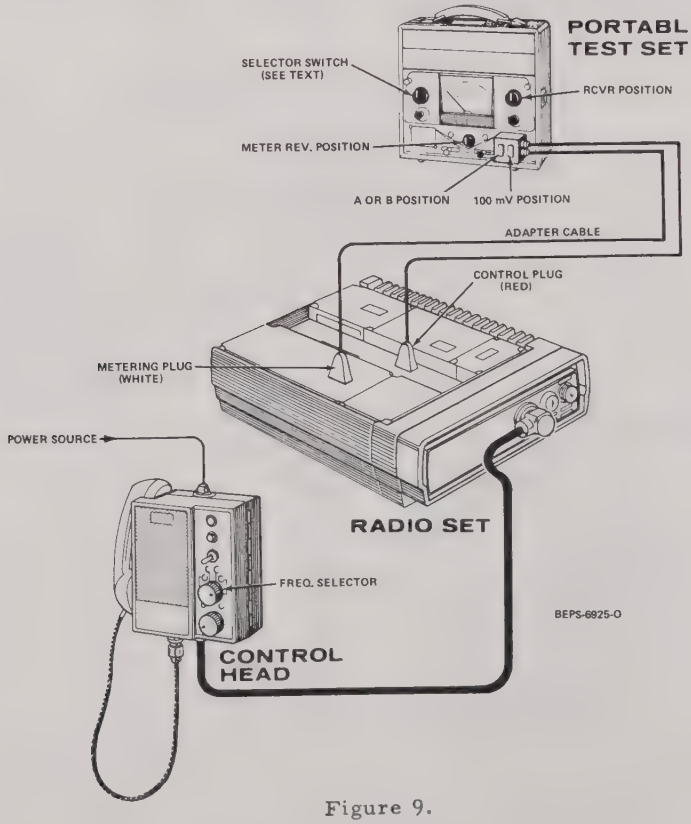

Figure 9.
(b) Procedure (Refer to Figure 9).
3. Set up the portable test set and power as shown in Figure 9.